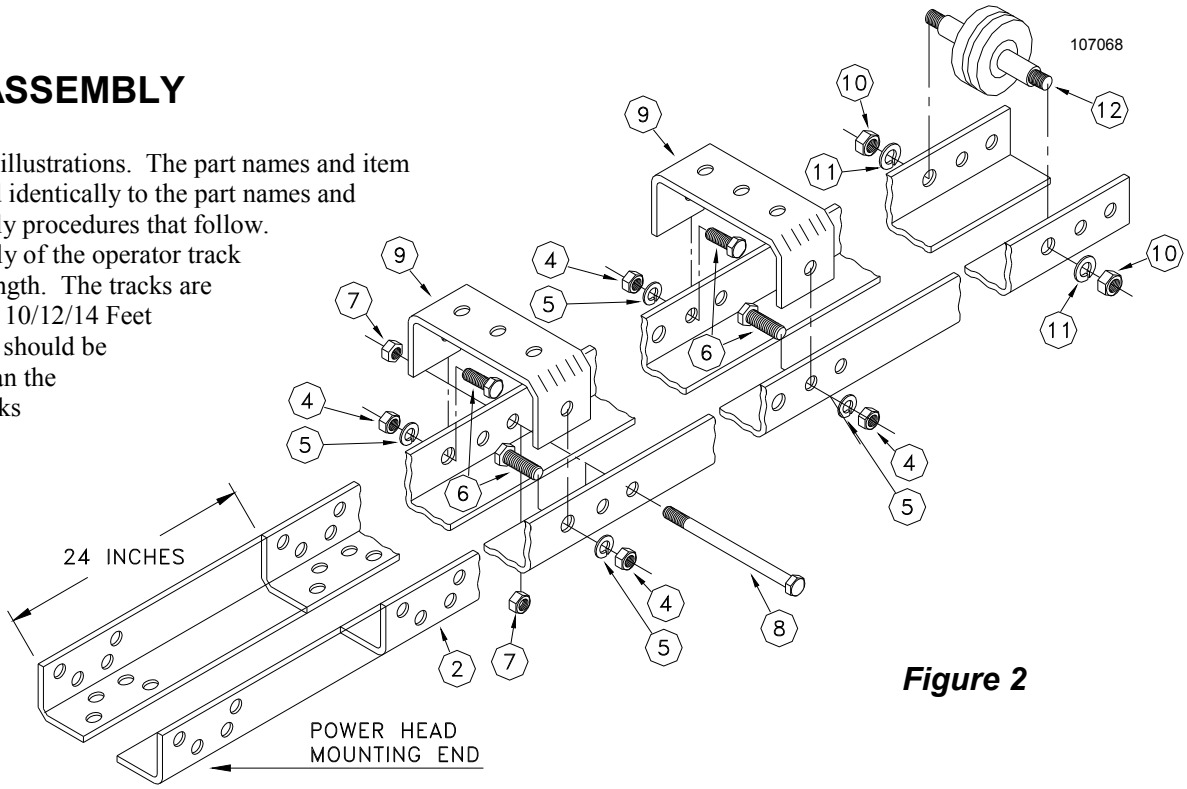

Figure 2
Refer to Figure 1 parts illustrations. The part names and item numbers are referenced identically to the part names and numbers in the assembly procedures that follow. Before starting assembly of the operator track check for the proper length. The tracks are supplied for 8 Feet and 10/12/14 Feet high doors. The tracks should be three (3) feet longer than the door height. If the tracks supplied with the operator are more than three (3) feet longer than the door height it will be necessary to cut off two (2) feet (or 4 feet for 10 FT doors) from the power head mounting end as shown in Figure 2.
CAUTION: WHEN NECESSARY TO CUT THE TRACK ENSURE THE ENDS ARE LINED UP AS IN FIGURE 2.
1) Assemble the operator track by assembling the items as shown in Figure 2.